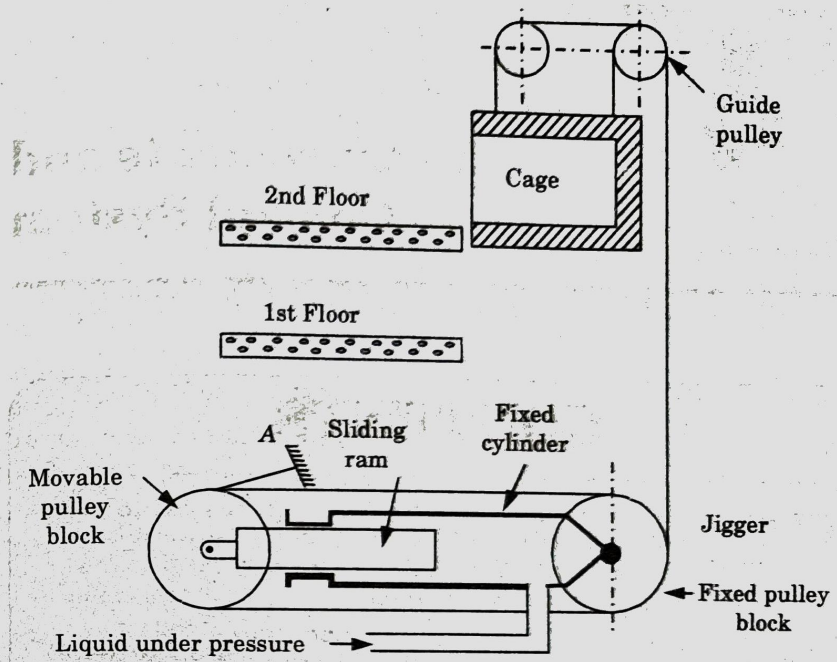

Fig. 3.25.1. Suspended hydraulic lift.
5. A wire rope, one end of which is fixed at *A* and the other end is taken round all the pulleys of the movable and fixed blocks and finally over the guide pulleys as shown in Fig. 3.25.1.